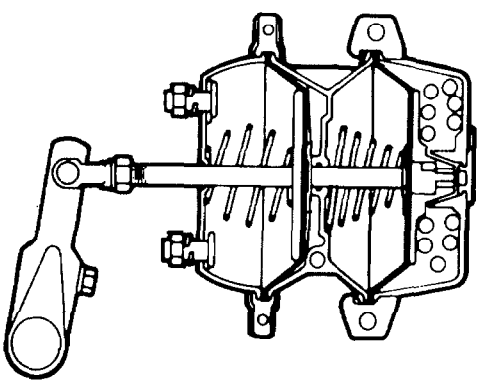

Figure 19— Spring Brake Chamber — Normal Driving
42. During normal driving, air pressure overcomes the pressures exerted by the spring in the spring brake chamber (see Fig. 19).